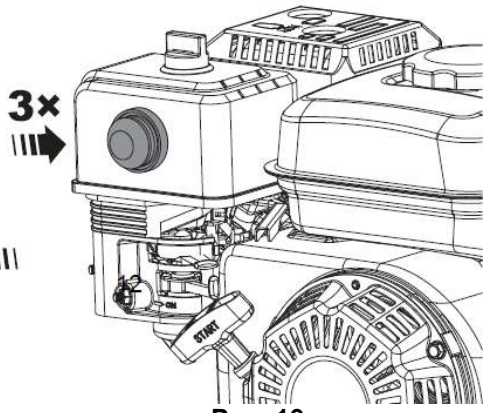

Рис. 10
6. Нажмите 3-5 раз на праймер до заполнения карбюратора бензином (рис.10).